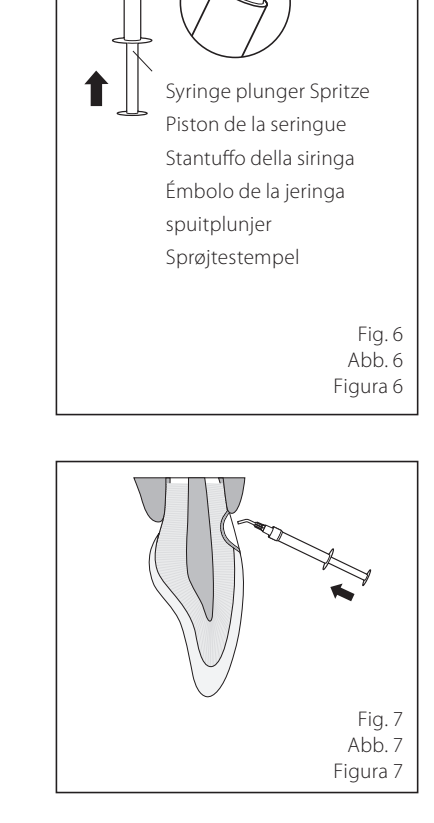

Fig. 6 Abb. 6 Figura 6
2) Prior to extrusion of material, gently trial push the syringe plunger outside the mouth to make sure that the dispensing tip is securely attached to the syringe. To remove any air from the dispensing tip, with the tip pointing upwards gently push forward the syringe plunger until material reaches the mouth of the tip (Fig. 6).
2) Vor dem Ausbringen des Materials den Betätigungshebel leicht drücken, um einen sicheren Sitz der Dispensionsspitze sicherzustellen. Etwas Material ausdrücken um Luftblasen zu vermeiden (Abb. 6).